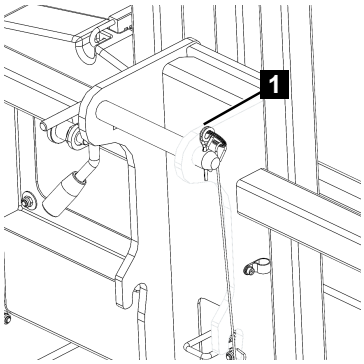

Fig. 120
4. Pull the spring cotter pin (Fig.120/1) out of the platform bolt.